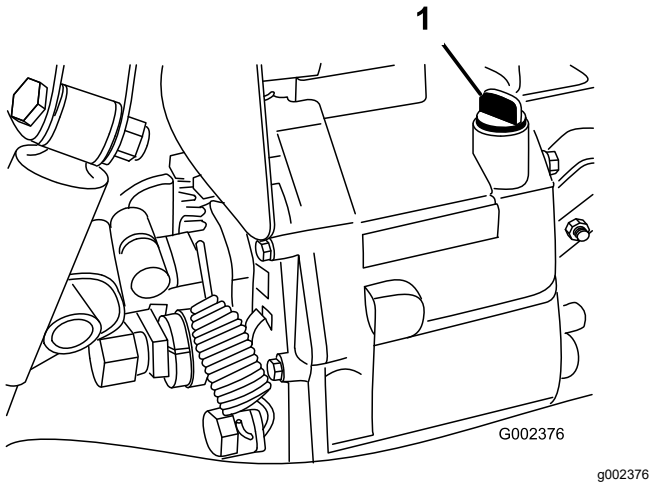

Figur 69
4. Rengør området omkring målepinden (Figur 69).